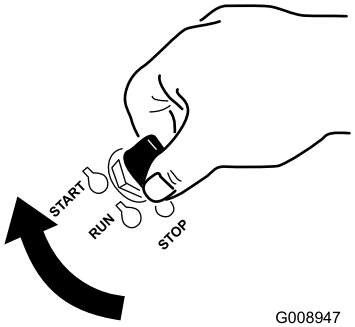

Figur 24
1. Vrid tändningsnyckeln till STARTLÄGET (Figur 24).